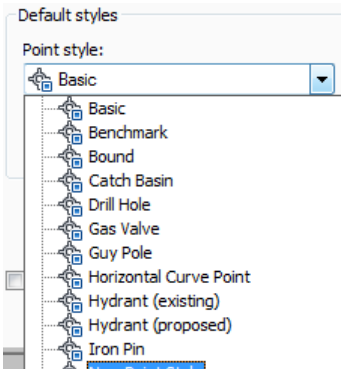

Figure 2-63 *Selecting the **New Point Style** option from the **Point style** drop-down list*
3. In the **Information** tab, select the **New Point Style** option from the **Point style** drop-down list in the **Default styles** area, as shown in Figure 2-63.